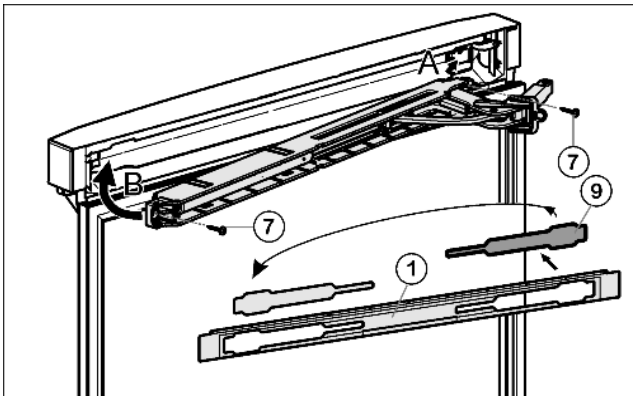

Fig. 23
- ▶ Abdeckung *Fig. 23 (9)* aus der Blende *Fig. 23 (1)* lösen und auf der anderen Seite wieder einsetzen.
- ▶ Obere Schließdämpfereinheit mit dem Gelenk an der Scharnierseite einhaken (A) und einschwenken (B).
- ▶ Schließdämpfereinheit festschrauben. (2 mal Torx 15) *Fig. 23 (7)*